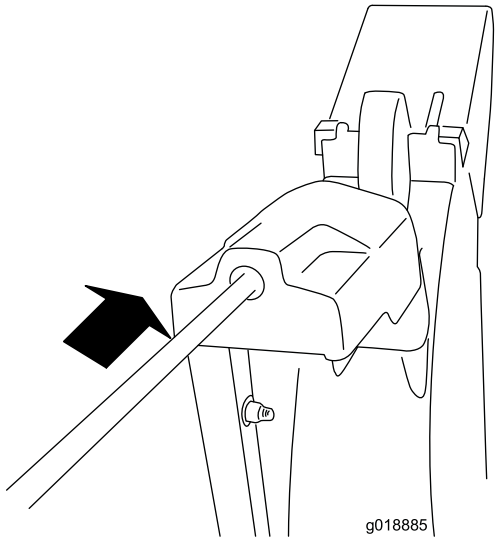

Рисунок 10
4. Вставьте передний конец штока в отверстие на задней крышке редуктора желоба так, чтобы он вошел в соприкосновение с редуктором (Рисунок 10).